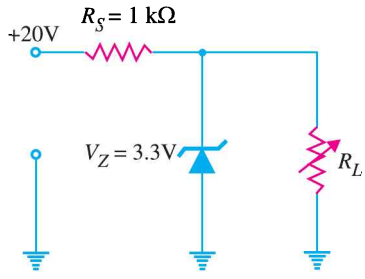

Fig. 17.32
2. The zener diode in Fig. 17.32 has values of $I_{Z(min)}$ = 3 mA and $I_{Z(max)}$ = 100 mA. What is the minimum allowable value of R_L ? **[241 Ω]**